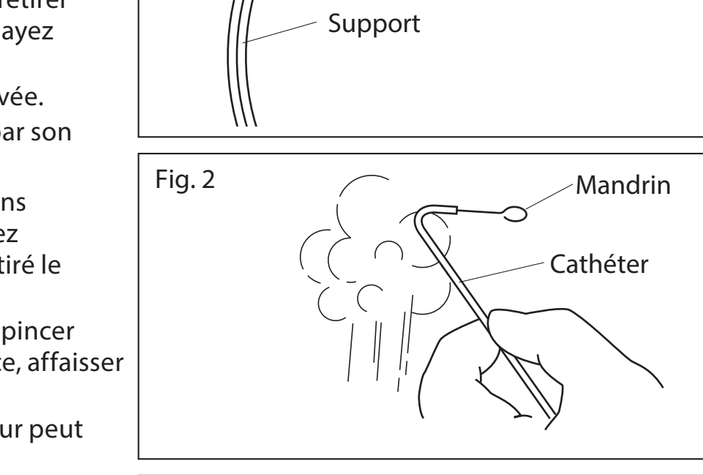

Fig. 1
2. Immergez le cathéter dans son support dans un bain de solution saline héparinée et remplissez le support avec la solution saline héparinée à travers l'embout du support à l'aide d'une seringue, pour humidifier entièrement la surface du cathéter (Fig.1). Pour les types de cathéter avec une forme d'extrémité spéciale, injectez une solution saline héparinée dans le support de l'embout du support en forme de Y.